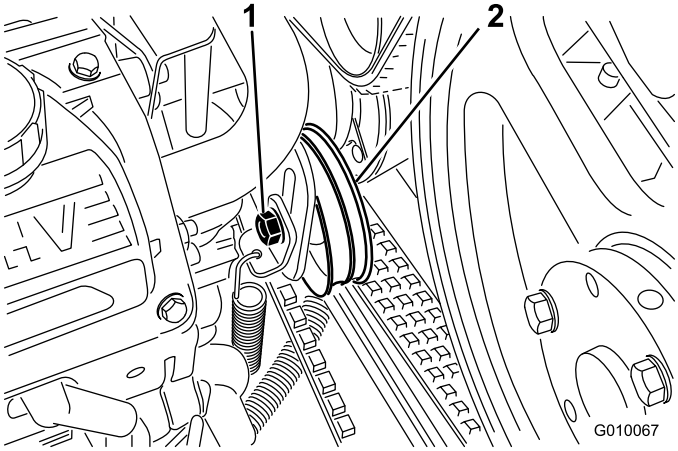

Figure 57
3. Desserrez le boulon de la poulie de tension de la courroie de pompe juste assez pour lui permettre de bouger dans la fente de réglage (Figure 57).